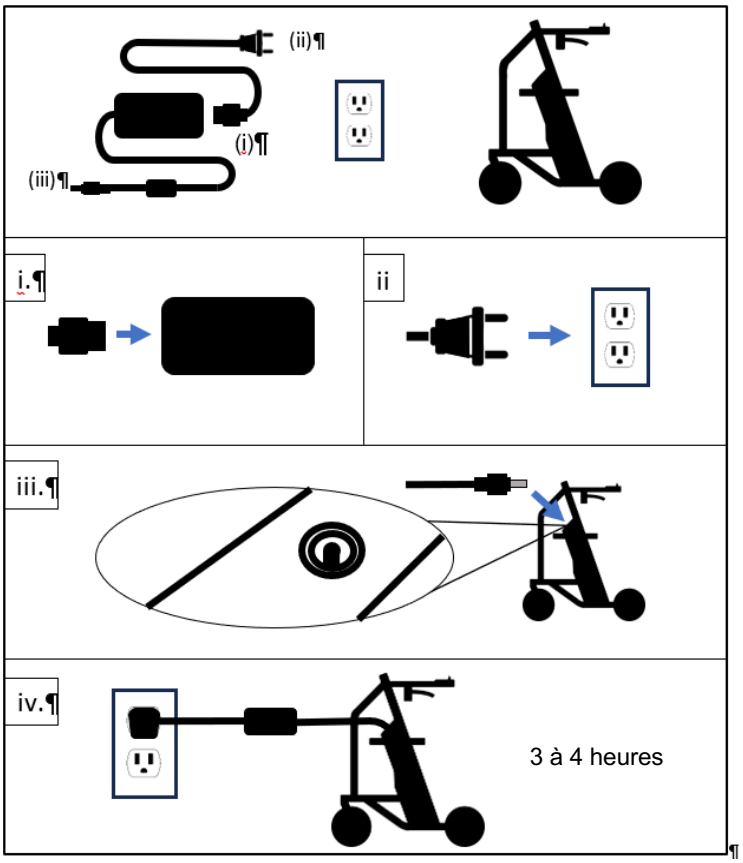

Figure 3. Instructions de recharge
- Pour recharger le lève-personne RAYMEX®, reportez-vous à la figure 3 ci-dessous.